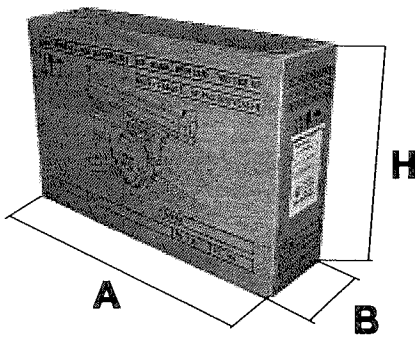

Fig. 1
Packaging is made up by a heavy duty cardboard measuring 106 x 41 centimeters and 76 centimeters of high (see Fig. 1.) The cardboard box should be sealed from the factory with the appropriate staples in good conditions and without dents caused by miss handling. The machine inside is made up by several disassembled components. Each component is protected by plastic bags and card board. It is very important to make sure during the unpacking that plastic bags and protective cardboard are tear free. To unpack the machine in the correct manner proceed as follows:
2. Prendere il banco di appoggio e posizionarlo di lato a terra. Fig. 1.
3. Fissare i 4 piedi al banco, ognuno dei quali necessita di 2 viti 10x25 zincate e 2 rondelle ø10 (**2**). Per fare questa operazione utilizzare la chiave CH 17 (**1**) in dotazione. Al termine il banco di appoggio si deve presentare come in Fig. 1.